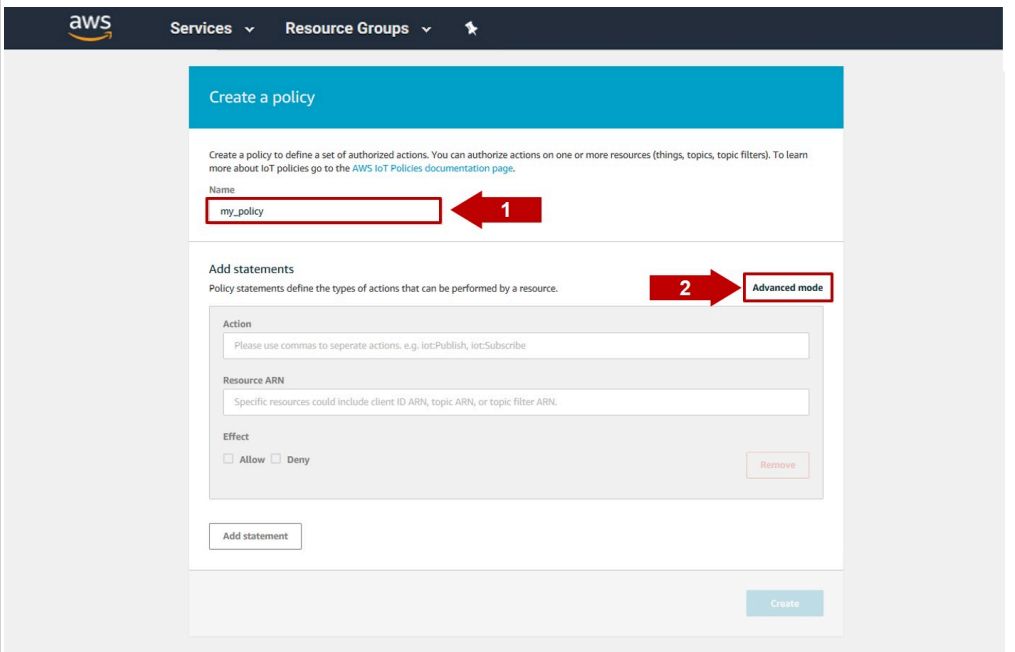

Figure 18. Create a policy name and go to Advanced mode.
2. A new menu called *Creating a policy* will be opened. Fill in a **name** for your AWS IoT policy and click on **Advanced mode** option as shown in Figure 18